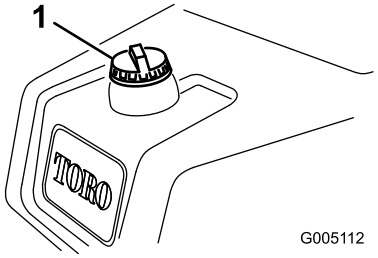

Figur 23
1. Rengør området rundt om brændstoftankens dæksel (Figur 23).